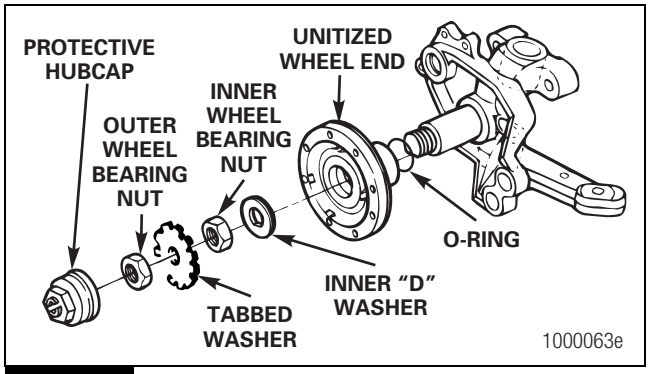

Figure 4.3
A. For threaded hubcaps, use the correct size socket to turn the hubcap COUNTERCLOCKWISE. Figure 4.3.
8. Remove the unitized wheel end STRAIGHT from the spindle. Figure 4.3.